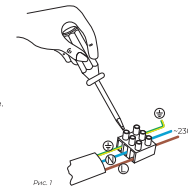

Рис. 1
5.6 Подключите изделие к питающей сети ~230 В (Рис. 1) — подсоедините питающие провода к клеммной колодке: